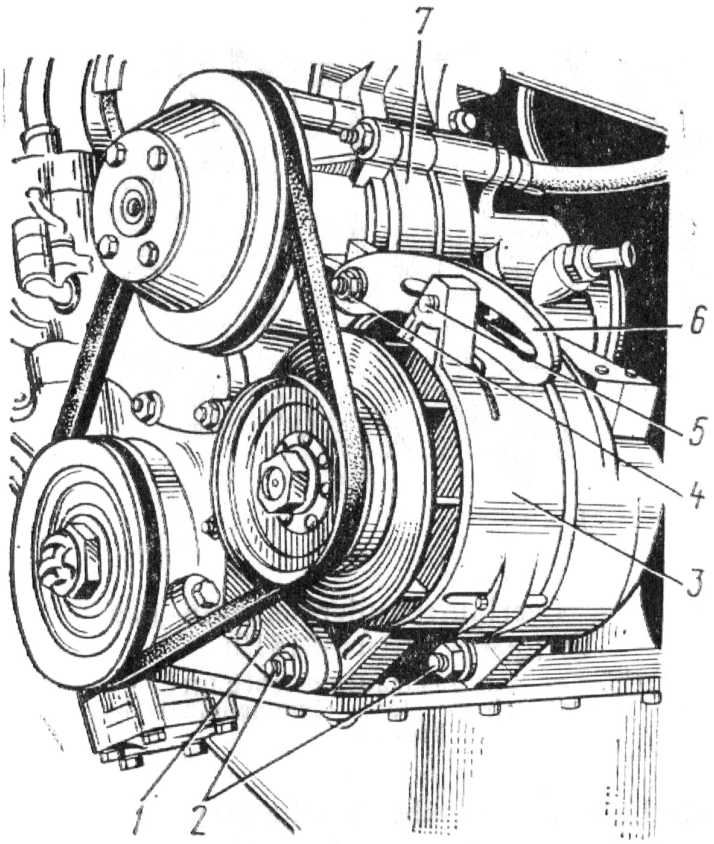

Bild 52. Einstellen der Spannung des Antriebsriemens für Lichtmaschine und Wasserpumpe des Motors 331.10:
1. Schraube *5* (Bild 52) der beweglichen Verbindung der Lichtmaschine mit der Einstelleiste *6* lockern.